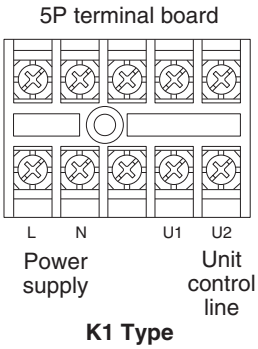

Fig. 4-2
(1) Refer to Section 4-2. “Recommended Wire Length and Wire Diameter for Power Supply System” for the explanation of “B”, “C”, “D” and “E” in the above diagram.
(2) The basic connection diagram of the indoor unit shows the terminal boards, so the terminal boards in your equipment may differ from the diagram. (Fig. 4-2)
(3) Refrigerant Circuit (R.C.) address should be set before turning the power on.
(4) Regarding R.C. address setting, refer to the installation instructions supplied with the remote controller (optional). Auto address setting can be executed by remote controller automatically. Refer to the installation instructions supplied with the remote controller (optional).